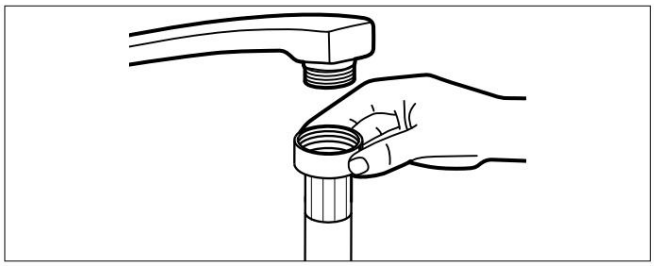

Rys. 9 – Podłączanie węża wodnego
Podłącz wąż doprowadzający wodę (22) do kranu kran z zimną wodą z gwintem 3/4” (patrz rys. 9).